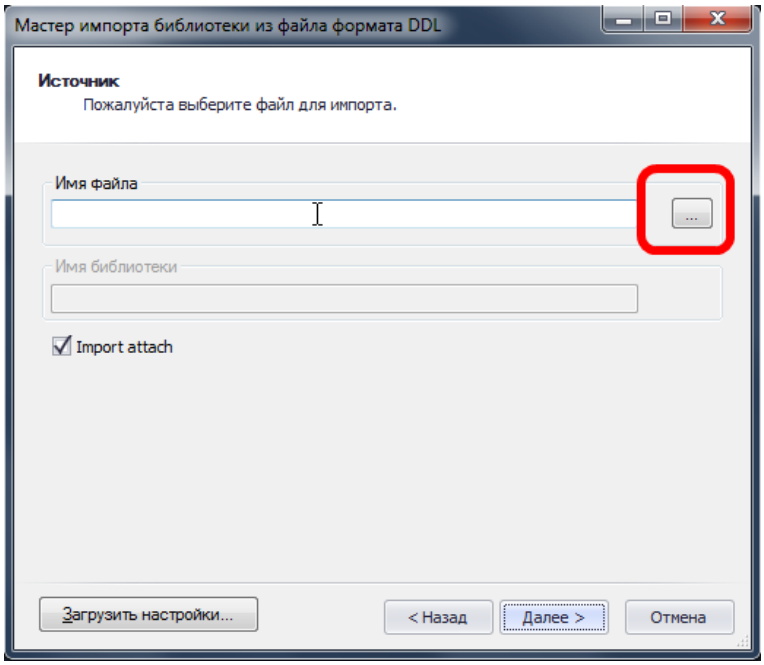

Рис. 101. Окно «Источник импорта»
2. Нажмите кнопку  - «Выбор» (отмечена на Рис. 101) для выбора файла импортируемой библиотеки в следующем окне мастера.